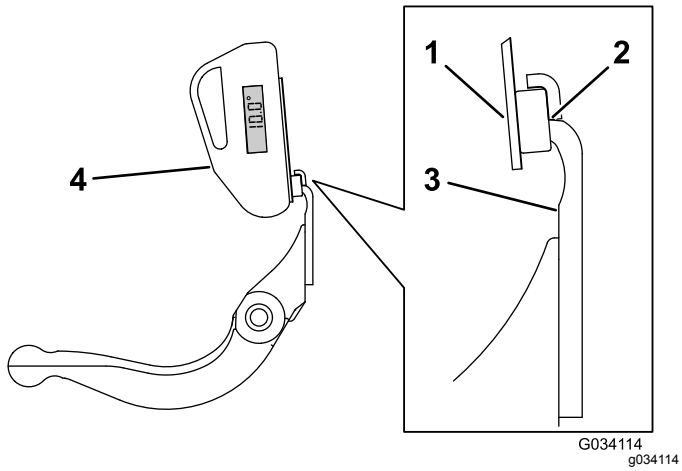

Rysunek 67
3. Przyłóż wspornik wskaźnika nachylenia na krawędzi noża dolnego w taki sposób, aby krawędź magnesu zrównała się z krawędzią noża dolnego (Rysunek 67).
4. Przyłóż wskaźnik nachylenia do wspornika w sposób podany na Rysunek 67.